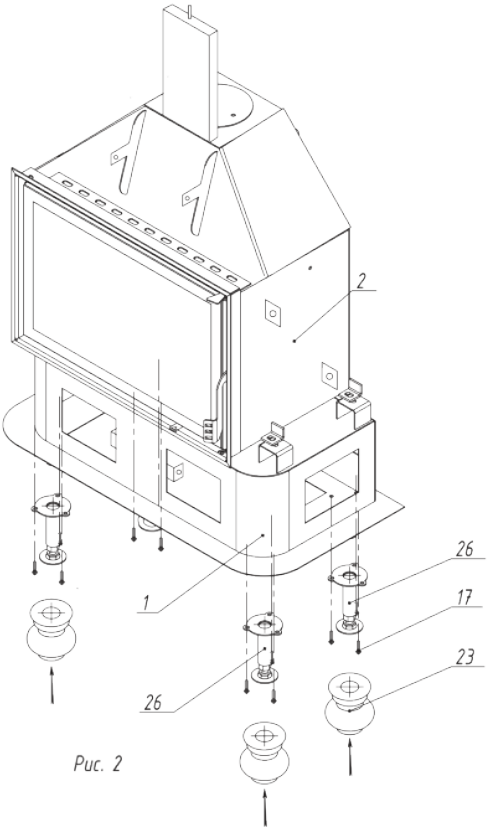

Рис. 2
3. Ножки 23 одеваются на опоры 26 (Рис. 2)